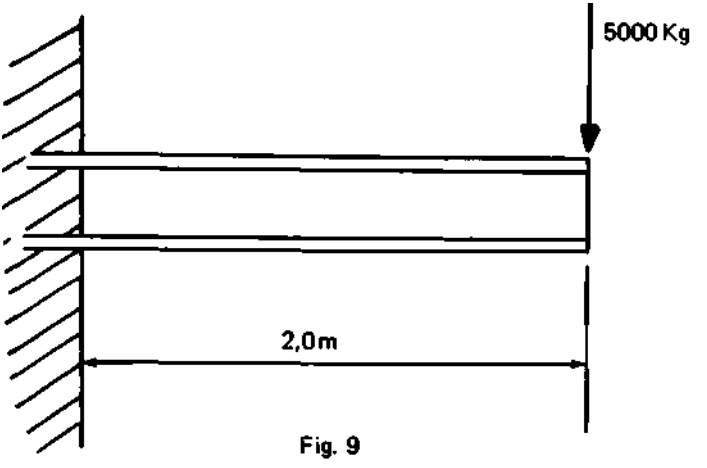

Fig. 9
8. Uma viga I (padrão americano) é engastada conforme desenho (Fig. 9)